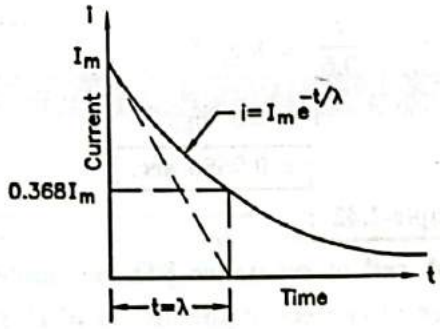

**FIG. 1.179 : RELATIONSHIP BETWEEN DECAY OF CURRENT DAND TIME**
- The decay of current is shown in Fig. 1.179.